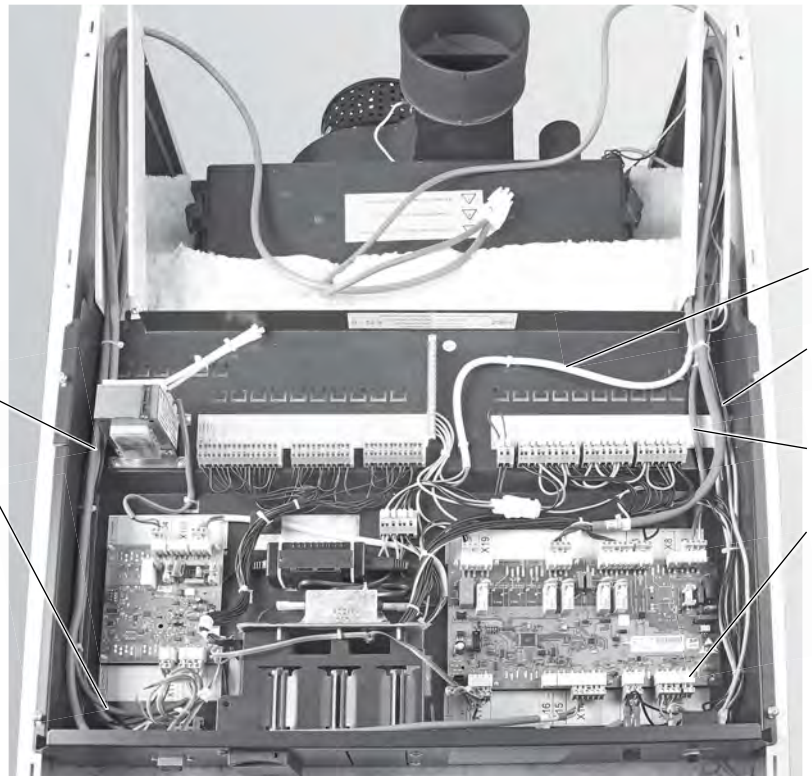

Fig. 67 Tableau de commande, pose des câbles
- Fixer les conduites de câble droite et gauche (passage à l'arrière) avec 1 vis perceuse chacune à l'avant du tableau de commande et les laisser légèrement dépasser du revêtement à l'arrière. Pose des câbles, voir Fig. 67 et chapitre 3.
- Poser le câble secteur et les conduites des sondes vers l'arrière dans la conduite de câbles droite – Fig. 67. Brancher la sonde de fumées (accessoire) sur le connecteur X11 dans le tableau de commande et la guider également vers l'arrière dans la conduite de câbles droite. Guider toutes les conduites des sondes vers le bas au niveau du passage dans la conduite de câbles.
- Poser les deux câbles du ventilateur de fumées vers l'arrière dans les conduites de câbles – Fig. 67.